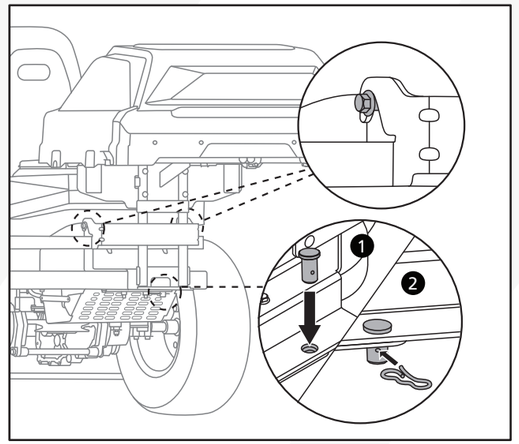

Fig. 8
2.Hook the upper grass catcher bracket to the hooking bolts on the right and left of the lower grass catcher bracket. Fix the upper grass catcher bracket to the hitch plate with the bolt and cotter pin (Fig.8)